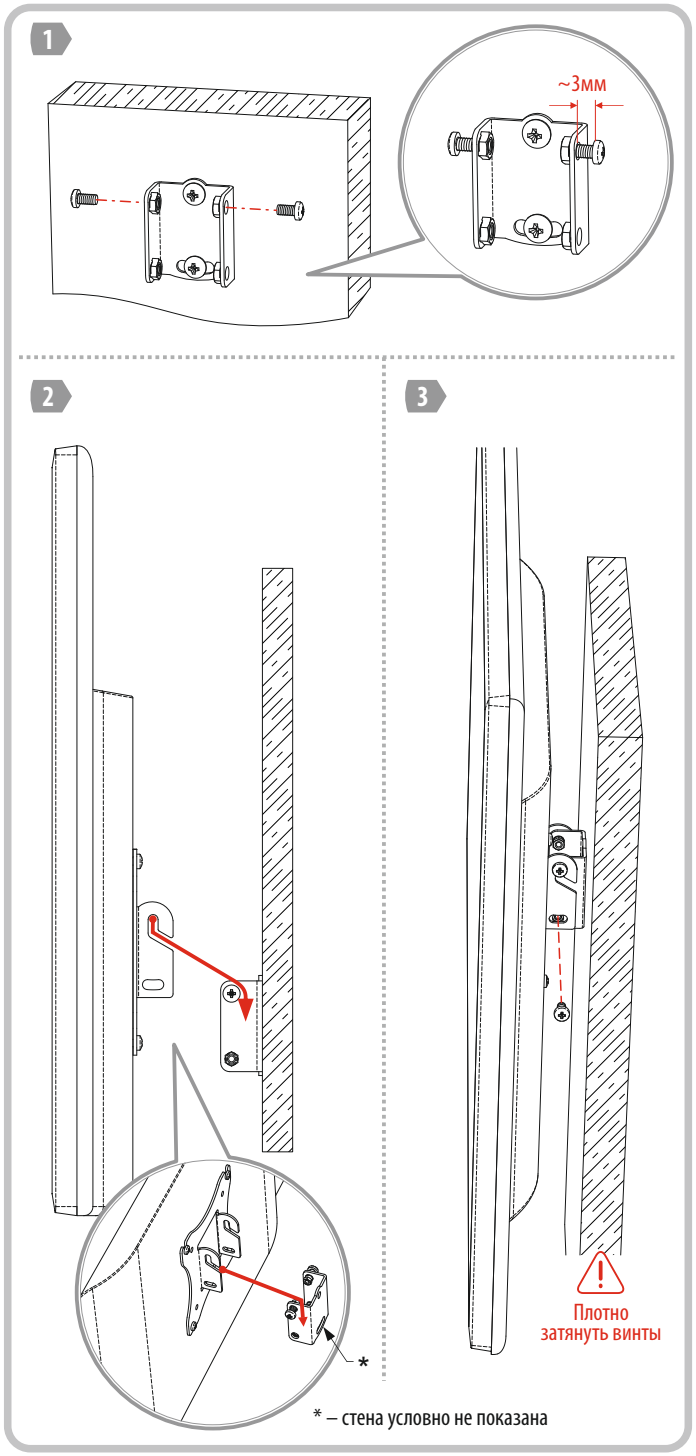
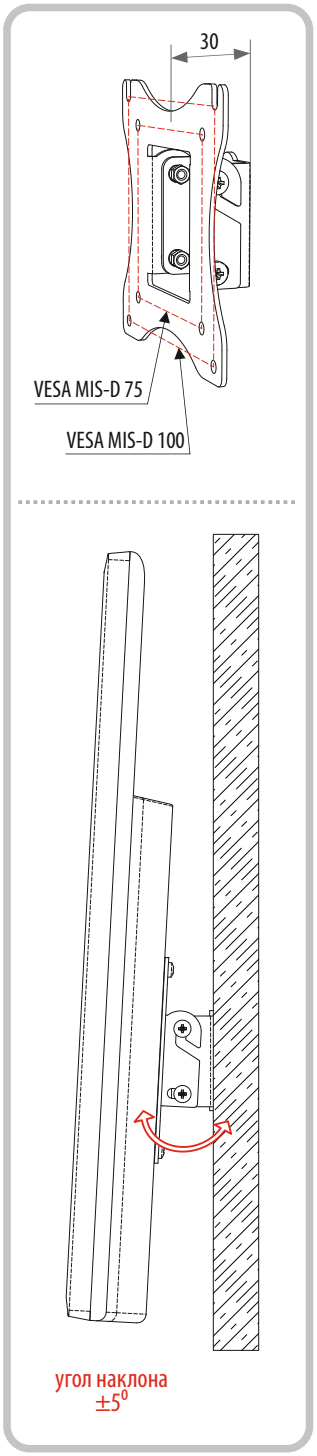

Рисунок 3. Установка монитора с держателем на основание
Рисунок 4. Диапазон регулировки
4.8. Вкрутите винты в верхние отверстия основания (см. Рис. 3, позиция 1), оставив расстояние между головкой и основанием около 3мм. Навесьте на основание держатель кронштейна с закрепленным телевизором (см. Рис. 3, позиция 2). Вкрутите нижние винты (см. Рис. 3, позиция 3), отрегулируйте угол наклона телевизора/монитора (см. рис.4). Плотно затяните все винты. Монтаж удобнее производить вдвоем. В противном случае существует риск повреждения имущества или получения травм.